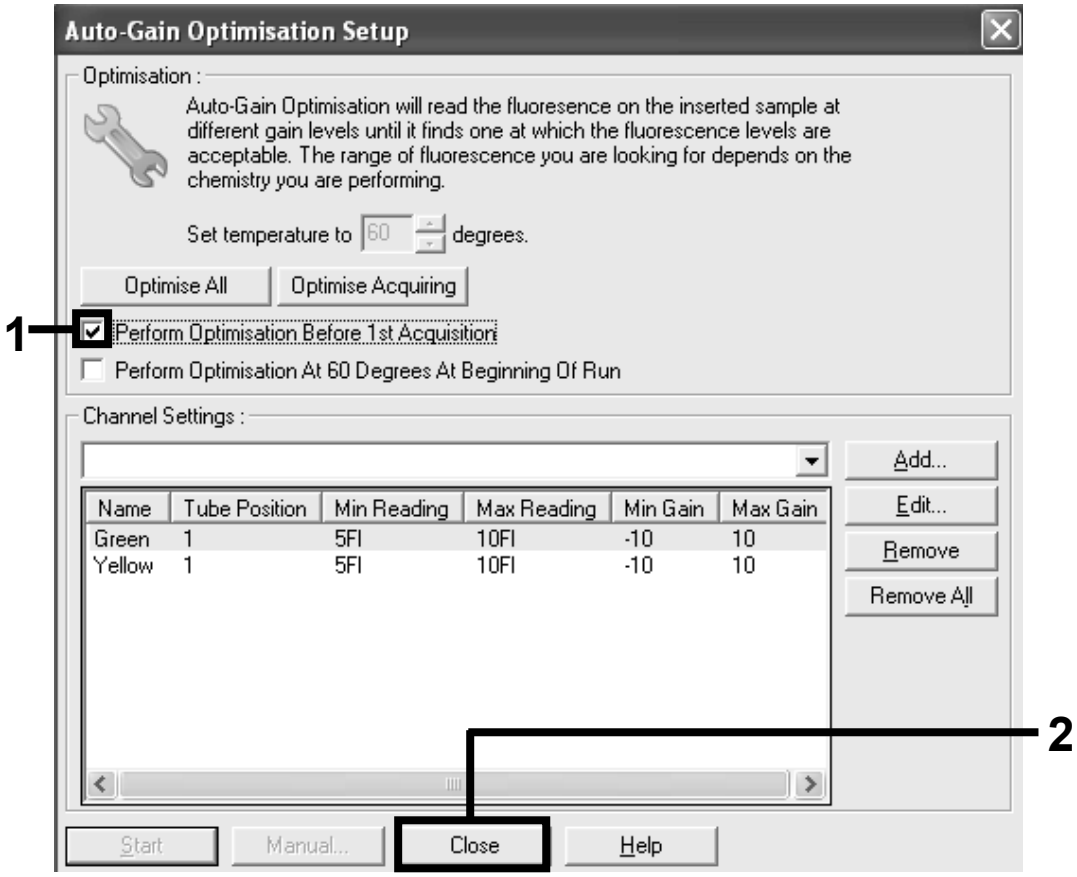

Figure 12. Selection of green and yellow channels.
19. **Check the "Perform Optimisation before 1st Acquisition" box, then click the "Close" button to return to the wizard (Figure 12).**